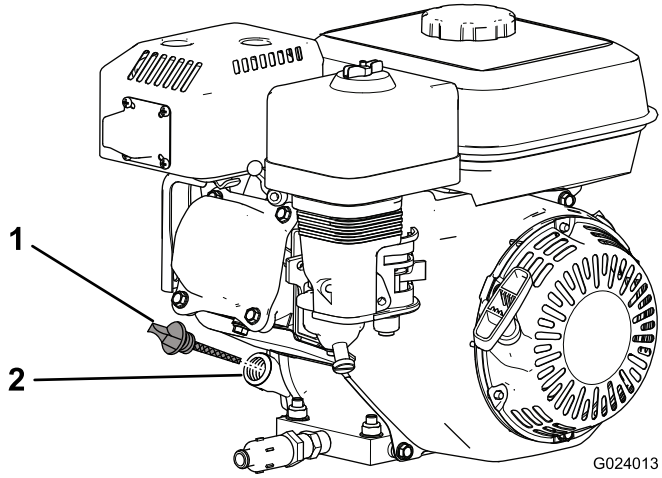

Figur 13
2. Stäng av motorn, låt den kallna och rengör området runt påfyllningslocket/oljestickan (Figur 13).